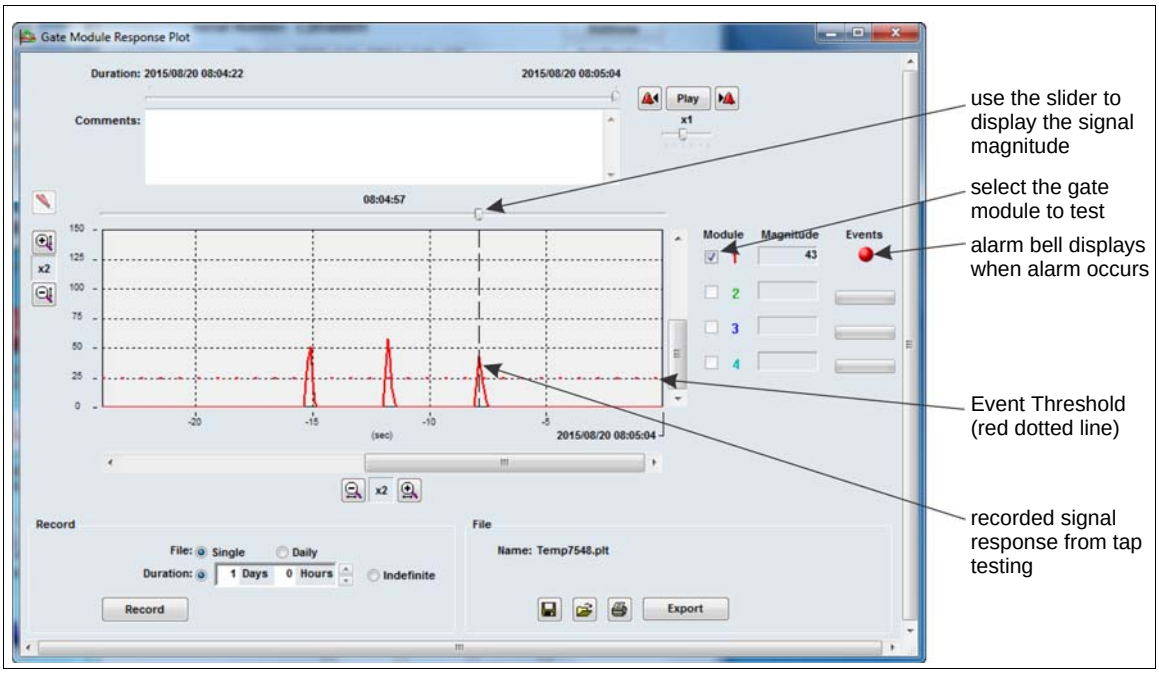

Figure 16: Gate sensor module response plot window
5. Select the Magnitude Response Plot button to open a plot window (see Figure 16:).